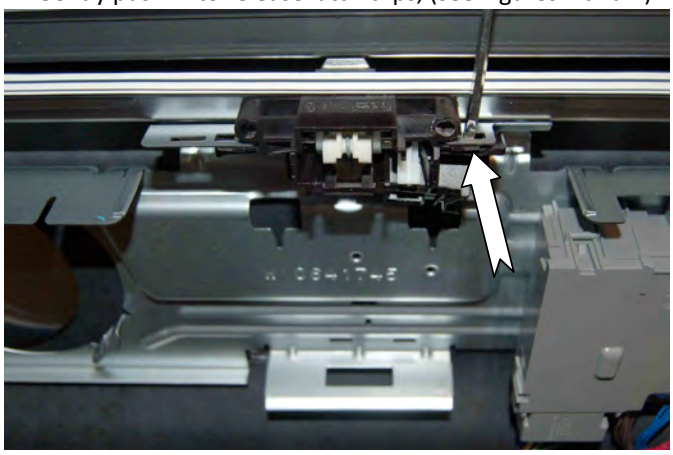

Figure 1
3. To remove latch assembly, insert a small flat-blade screwdriver into the clip slots on each side of the latch. Gently push in to release latch clips, (see Figures 1 and 2).